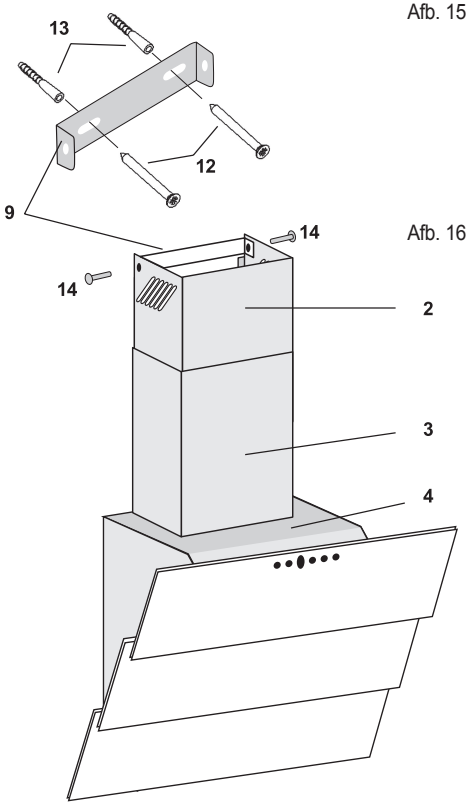

Afb. 16
Bij recirculatie functie: De telescoopschacht (2) zodanig aanbrengen dat de luchtuitlaatgleuven zich boven bevinden (Afb. 16).
Nu de telescoopschacht (2) tot aan het plafond van de ruimte omhoog trekken en op de montageplaat (9) met 2 schroeven 3,9x9,5 mm (14) bevestigen (Afb. 16).